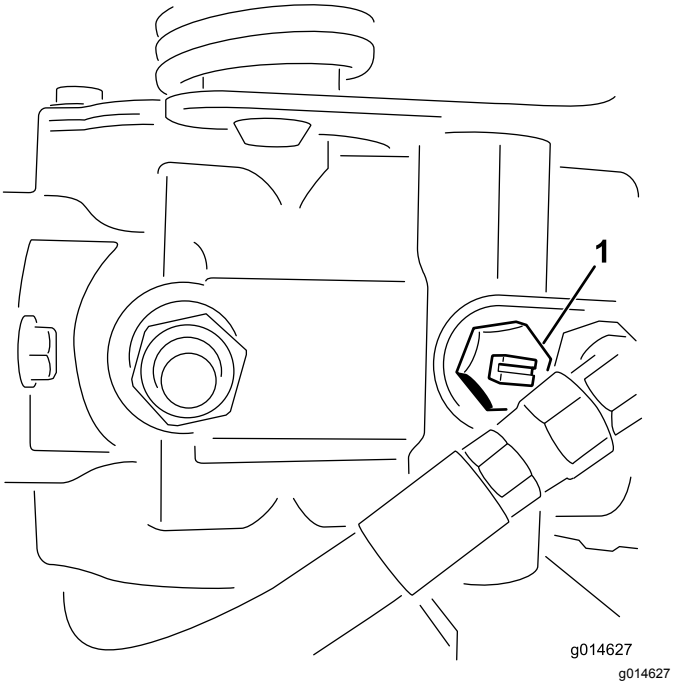

Figur 24
1. Find omløbsventilen på pumpen, og drej den, så rillen er vertikal (Figur 24).
2. Luk omløbsventilen ved at dreje den, så rillen er horisontal (Figur 24), før du starter motoren.